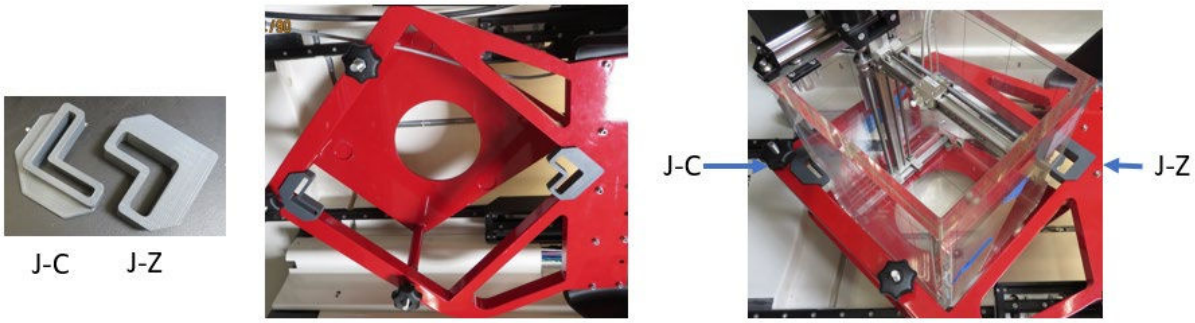

Figura 1-1. Tanque PTW
2. Coloque un tanque PTW vacío en el soporte y centre el tanque usando 2 plantillas de centrado (consulte la figura 1-1).